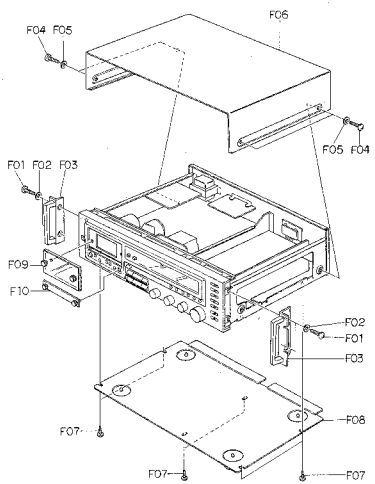

Fig. 2.1
Refer to Fig. 2.1.
(1) Refer to Fig. 2.1. Remove Top Cover Ass'y and Bottom Cover Ass'y referring to items 2.2 and 2.3.
(2) Pull out F01 (Volume Knob A), F02 (Volume Knob B) and F03 (Pitch Control Knob).
(3) Remove F04, F05 and F06, then disassemble F07 (Front Panel Ass'y including 3 connectors).
(2) Remove F01 and F02, then disassemble F03 (Rear Panel Ass'y).
(2) Remove F04 and F05, then disassemble F06 (Power Transformer) and F07 (Transformer Plate).
(3) Remove F08 and F09, then disassemble F10 (Fuse P.C.B. Ass'y).